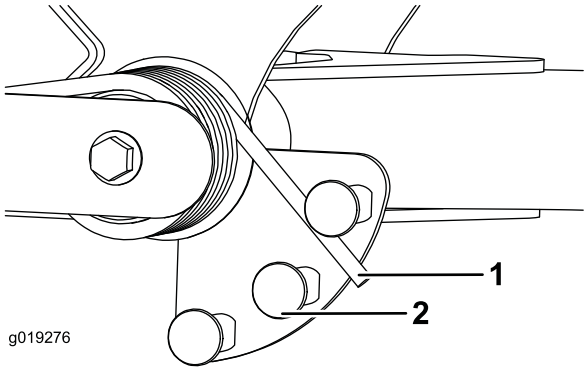

**Figur 37**
2. Sæt et rør eller en lignende genstand på den lange fjederende, og drej den omkring fjederaktuatoren til den ønskede position (Figur 37).